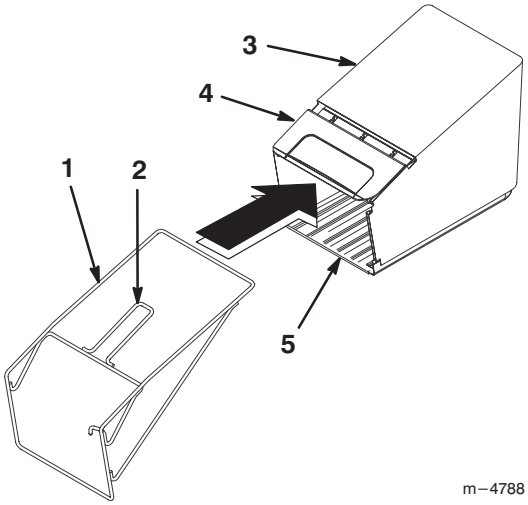

Abbildung 5
1. Den Graskorbrahmen wie in Abbildung 5 gezeigt in den Graskorb stecken.
2. Die Korbabdeckung wie in Abbildung 5 gezeigt oben auf den Rahmen legen.